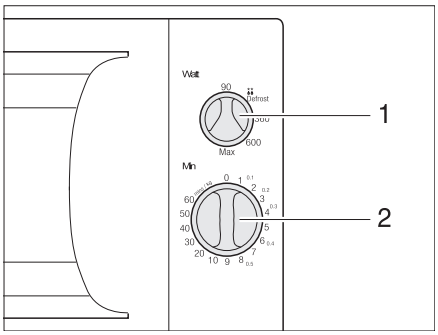

Fig. 127 Operating control for the microwave oven
- Select the output on the control knob (Fig. 127,1).
- Select the cooking time with the control knob (Fig. 127,2). Cooking begins.